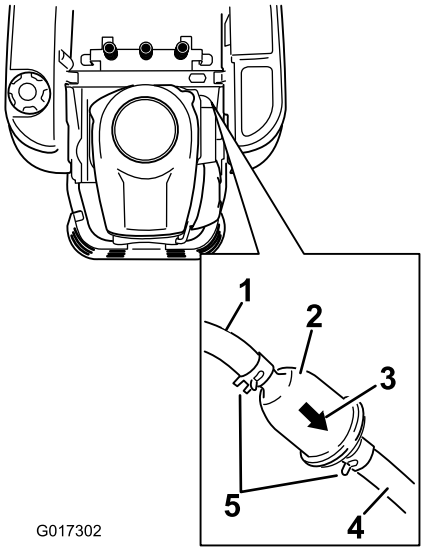

Figur 38
3. Lokalisera bränslefiltret på sidan av motorn enligt Figur 38.
4. Kläm ihop ändarna på slangklämmorna och skjut bort dem från filtret (Figur 38).
6. Montera ett nytt filter med flödesriktningspilen riktad från bensintanken och pekandes mot motorn. Flytta slangklämmorna nära filtret (Figur 38) för att fästa det på plats.